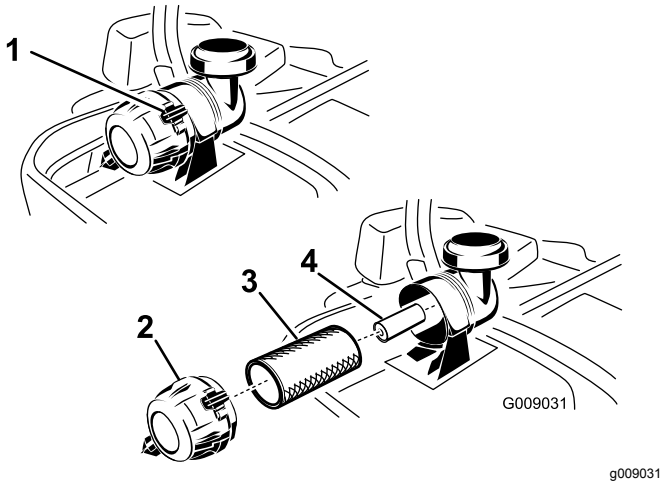

**Figuur 52**
3. Druk omlaag om de bevestigingsklemmen van het luchtfilter te openen en trek het luchtfilterdeksel van de behuizing van het luchtfilter (Figuur 52).
5. Schuif het voorfilter voorzichtig uit de luchtfilterbehuizing (Figuur 52). Zorg ervoor dat u niet met het filter tegen de zijkant van de luchtfilterbehuizing stoot.
1. U mag het papierfilter niet reinigen; vervang het(Figuur 52).
2. Als u het hoofdfilter vervangt, schuif het dan voorzichtig in de filterbehuizing (Figuur 52).
3. Schuif het voorfilter voorzichtig over het hoofdfilter (Figuur 52).
5. Plaats het luchtfilterdeksel met het ontluchtingsventiel omlaag en draai het zo dat de bevestigingsklemmen het deksel op de juiste plaats vergrendelen (Figuur 52).